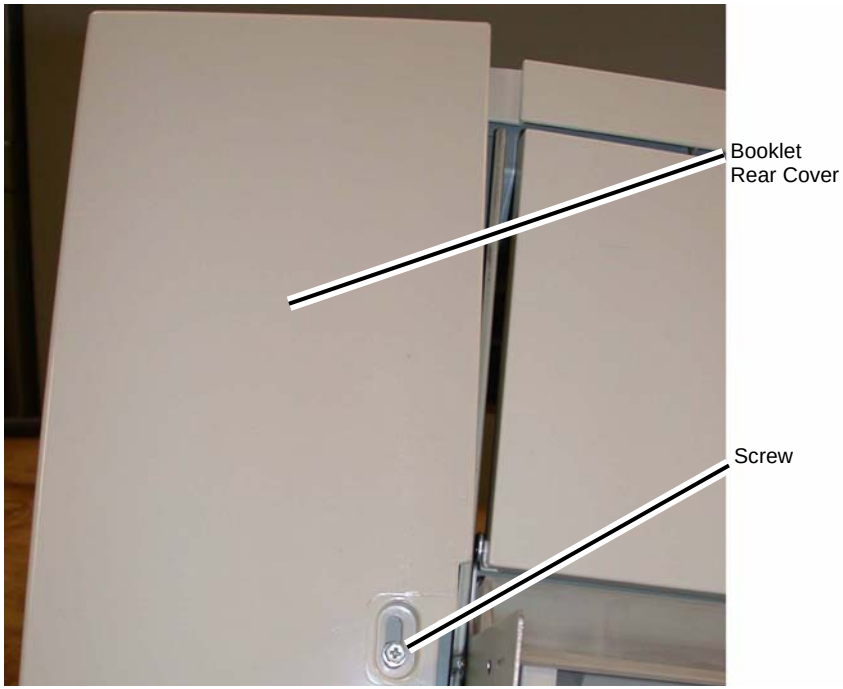

Figure 2 Removing the Booklet Rear Cover
(3) Remove the Screw (1) (Figure 2).
(4) Remove the Booklet Rear Cover.